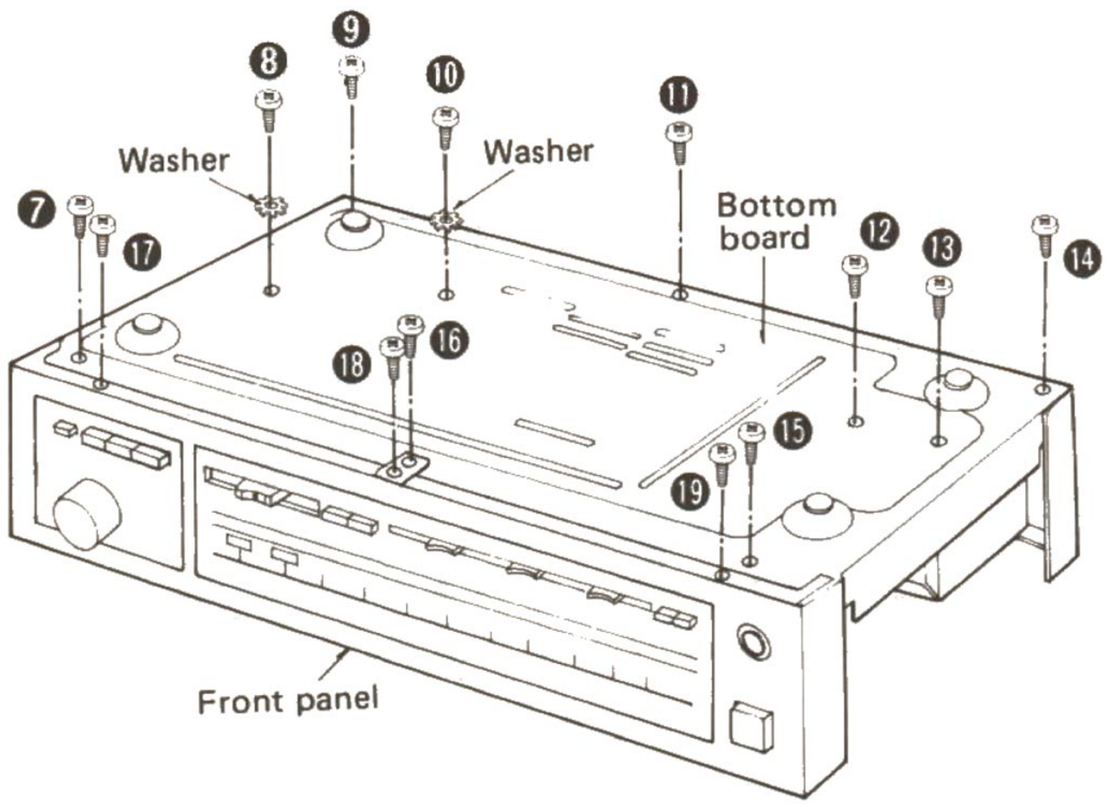

Fig. 2
2. Remove the 10 setscrews (Fig. 2 : ❼ ~ ⓰) of the bottom board.
2. Remove the 3 setscrews (Fig. 2: ⓱ ~ ⓳) of the front panel.